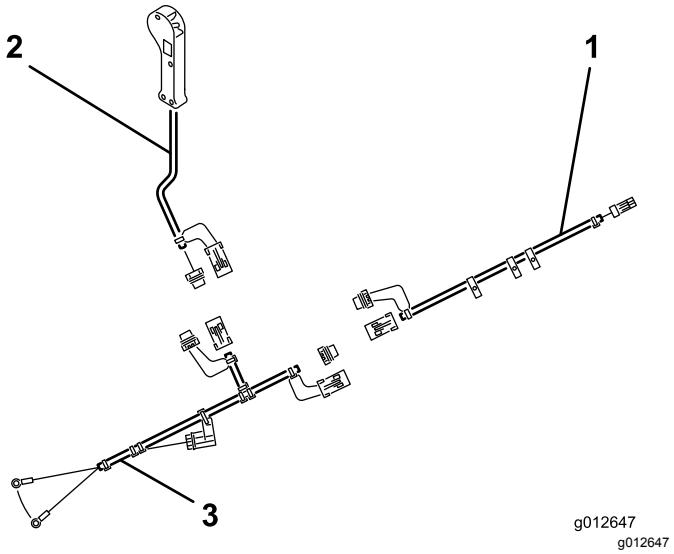

Rysunek 8
1. Podłącz złącze wiązki przewodów posypywarki do złącza elektrycznego zaworu elektromagnetycznego maszyny (Rysunek 8).